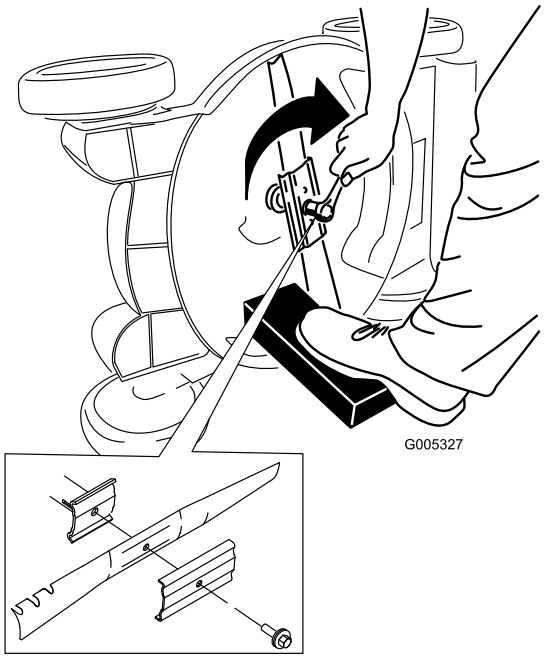

Figur 47
5. Monter den nye kniven og alle monteringsdeler (Figur 47).